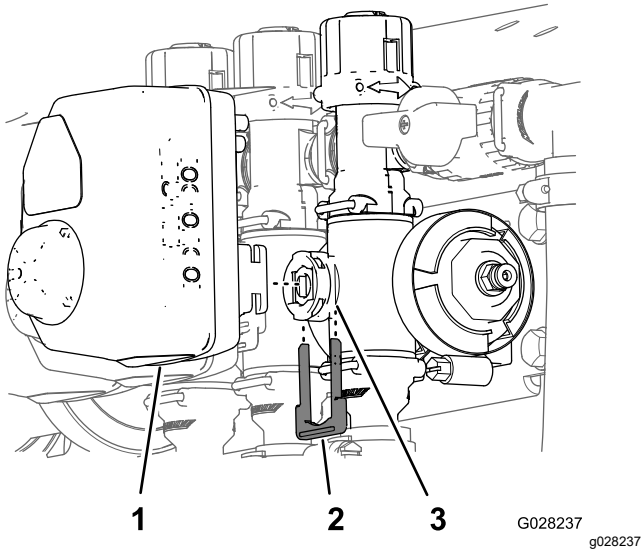

Figura 13
1. Rimuovere il fermo di fissaggio dell’attuatore alla valvola del collettore per la valvola di sezione o di agitazione (Figura 13).